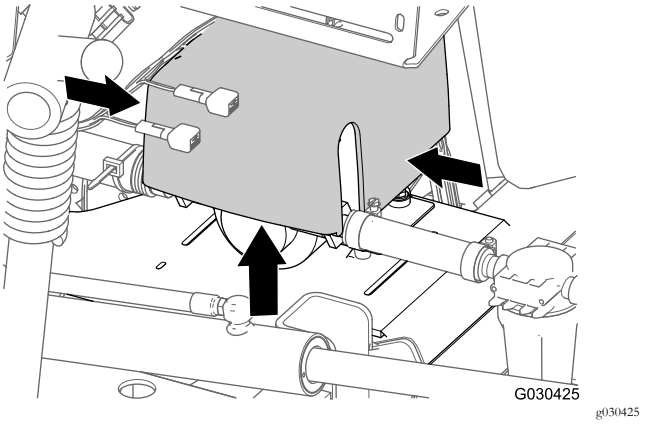

Figuur 7
1. Druk aan de achterzijde van de machine de zijden van het deksel van de spoelpomp samen en til het deksel op tot de lipjes van het deksel loskomen van de sleuven in de zittingplaat, en verwijder het deksel van de machine (Figuur 7).